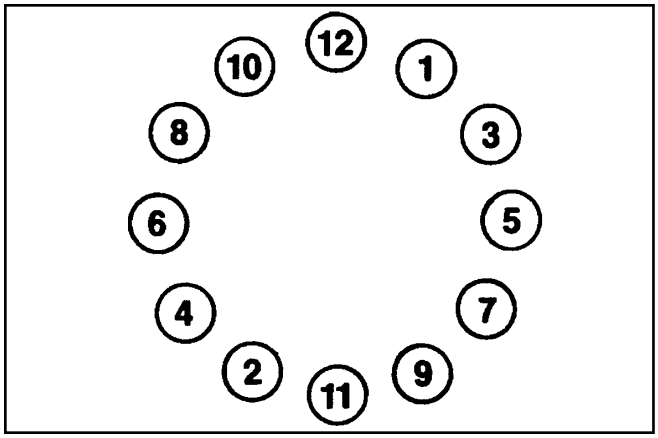

Figure 7. Cover Tightening Sequence
Bolt the cover assembly to the flywheel, tightening each SAE Grade 8 cap screw progressively in sequence (Figure 7) until the cover is drawn up tight using 45 lbs./ft. on 3/8"-16 UNC (55 lbs/.ft. on 7/16"-14 UNC) of torque. Extreme care must be exercised to make sure flywheel ring or cover is seated properly.
6. Bolt the cover assembly to the flywheel using only the special Grade 8 cap screws provided in the adapter kit. Tighten progressively in sequence (Figure 7) until the cover is drawn up tight using 45 lbs./ft. on 3/8" - 16 UNC (55 lbs./ft. on 7/16" - 14 UNC).
8. Insure that all 12 cap screws are installed (remove the two 3/8" - 16 UNC guide bolts) and finger tight. Torque to 35 ft. lbs - 45 ft. lbs. (Figure 7, Page 11).
5. Bolt the cover assembly to the flywheel using only Grade 8 cap screws. Tighten progressively until the cover is drawn up tight using 45 lbs./ft. torque (See Figure 7, Page 11, for tightening sequence.)
6. Bolt the cover assembly to the flywheel using only Grade 8 cap screws. Tighten progressively until the cover is drawn up tight using 55 lbs./ft. torque (See Figure 7, Page 11, for tightening sequence.)